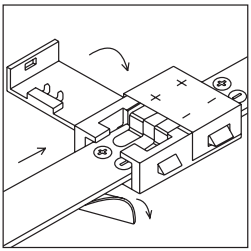

Рисунок 2
3.3 Соединение двух участков лент производится при помощи специальных двухсторонних коннекторов для стыкового соединения (разъем-разъем) из набора LSCON-8-set9. Контакты коннектора должны войти по центру соответствующих дорожек, идущих по всей длине ленты (рисунок 2).